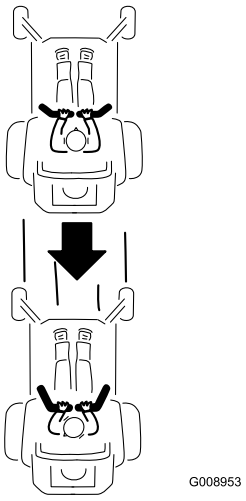

Figuur 20
2. Om achteruit te rijden, kijkt u achteruit en naar beneden terwijl u de rijhendels langzaam achteruit trekt (Figuur 20).
Om in een rechte lijn te rijden, moet u gelijke druk uitoefenen op beide rijhendels (Figuur 20).